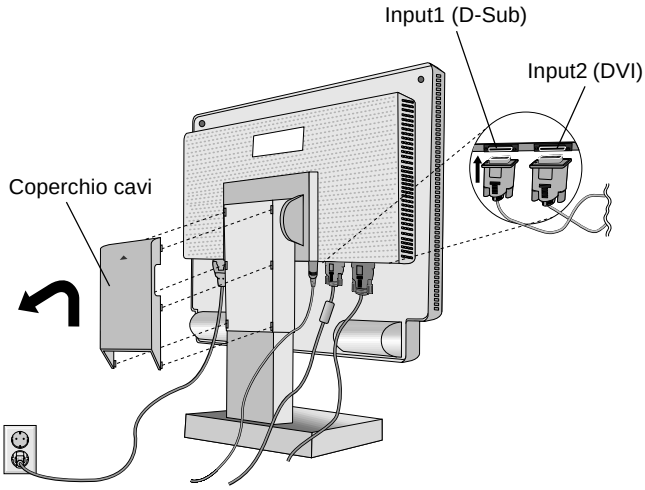

Figura D.1
4. Rimuovere la copertura cavi. Collegare il mini-D-SUB a 15 pin del cavo segnali video e il cavo segnali DVI (non incluso) al connettore appropriato sul retro del monitor (**Figura D.1**).